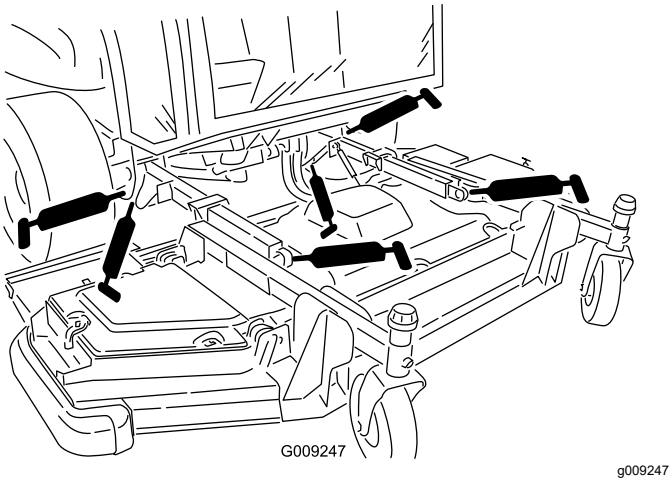

Figuur 84
- 2 lagerbussen van de hefarm (Figuur 84)
- 2 kogelverbindingen van de hefarmen (Figuur 84)
- 2 draaipunten hefcilinder voorste maaidek (Figuur 84)